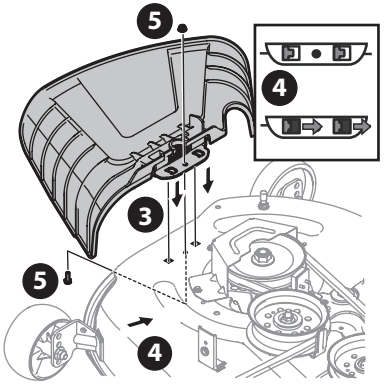

Fig. 9
3. Placez le déflecteur de la goulotte d'éjection sur le plateau, veillez à insérer les languettes du déflecteur de la goulotte d'éjection dans les orifices du plateau (Fig. 9).
4. Faites glisser le déflecteur de la goulotte d'éjection vers l'arrière du tracteur jusqu'à ce que le trou de boulon du déflecteur de la goulotte d'éjection soit dans l'alignement du trou du plateau (Fig. 9).